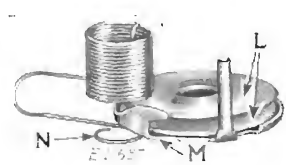
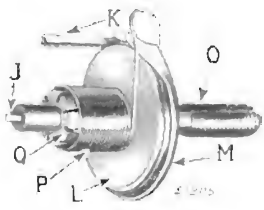
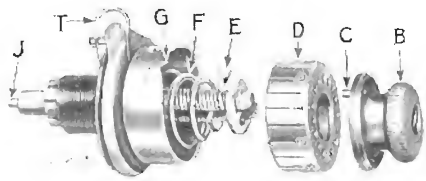
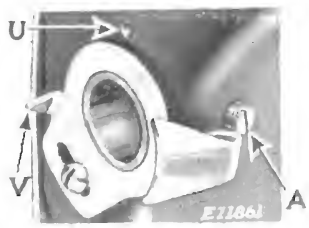

Fig. 46
Fig. 47
Fig. 48
FIG. 50
Place the two tension discs (L, Fig. 46) with their convex sides facing each other in position on the thread take-up spring thread guard (M). Then pass the eyelet (N) of the thread take-up spring under the thread guard (M), having the coils of the spring above the tension discs as shown in Fig. 46.
Pass the threaded end (O, Fig. 47) of the tension stud through the coils of the take-up spring (P), through the holes in the two tension discs (L) and thread guard (M), and through the eyelet (N, Fig. 46) of the take-up spring, having the end of the take-up spring enter one of the grooves (Q) in the stud. Then place the tension releasing pin (J) in the tension stud.
Hold the parts thus assembled against the shoulder on the stud and place the tension indicator (G, Fig. 48) on the stud, then insert the tension spring (F) in the indicator with the first half-turn of the spring below the stud or away from the pointer of the indicator, as shown in Fig. 48. Now place the index flange stop washer (E) on the stud with its extension toward the indicator pointer, as in Fig. 48. If spring and stop washer are in correct position, the extension (S) will clear the first coil of the spring as shown in Fig. 49.
Place the tension index flange (D, Fig. 48) on the stud; turn it so that the number 1 is opposite the pointer on the tension indicator (G), and press it inward until the tension regulating thumb nut (B) can be turned onto the stud. Insert the pin (C) in different holes in the flange until one is found which permits the full range of tension from light to heavy to be produced with one revolution of the thumb nut.
Lower the presser bar to relieve the pressure on the tension releasing pin (J, Fig. 48). Replace the complete tension assembly in the machine, having the long lug (K, Fig. 47) enter the hole (U, Fig. 50), the pointer (G, Fig. 48) at the top, and the thread take-up spring resting on the slack thread regulator at (V, Fig. 50). Push the complete tension in as far as it will go, then firmly tighten set screw (A).
The tension of the thread take-up spring (T, Fig. 48) should be just sufficient to take up the slack of the needle thread until the eye of the needle reaches the goods in its descent. A slight variation in the tension on the take-up spring may be secured by loosening the tension stud set screw (A, Fig. 50) and turning the tension stud, with the indicator (G, Fig. 48), to the left for more tension or to the right for less tension. However, if the correct tension cannot be secured without turning the indicator pointer (G) to a position inconvenient to read, remove the assembly from the machine, disengage the end of the thread take-up spring from the groove (Q, Fig. 47) in the tension stud, revolve the spring and place its end in the groove which produces the correct tension.
Ordinarily, the tension on the needle thread is regulated by turning the thumb nut (B, Fig. 48), but if the required tension cannot be produced by this means, adjust the tension as follows:
Press in the tension index flange (D, Fig. 48) to disengage the pin (C) in the thumb nut (B) from the flange, then reset the pin in one of the other regulating holes in the flange, turning the thumb nut inwardly to increase the tension or outwardly to decrease it.